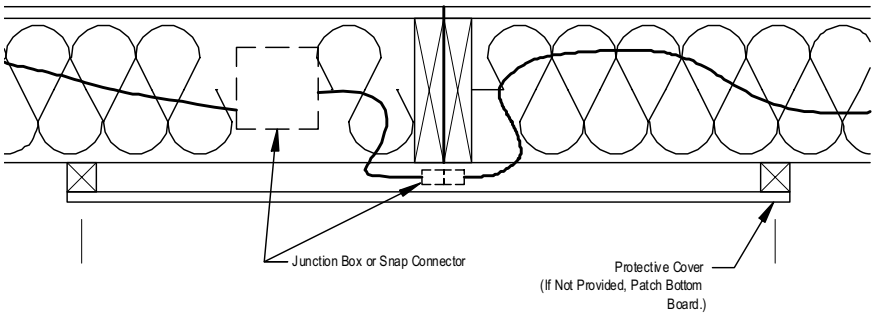

Figure 56. *Floor electrical crossover wires with bumped-out access panel*
2. **Route wires.** Pass the wires through predrilled holes or notches in the rim joist or if there is a single bumped-out access panel as in **Figure 56**, then under the rim joists. If holes or notches have not been provided and there is no bumped-out access panel, drill maximum one-inch diameter hole(s) half-way up the rim joists on each home section, making sure the holes align and feed the wire through the hole.